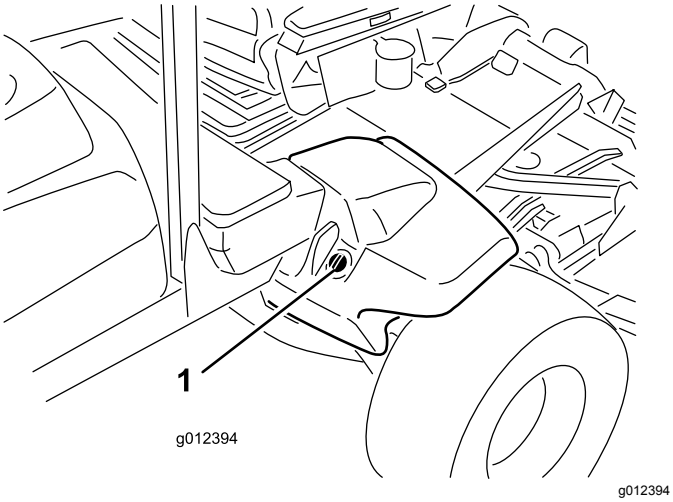

Figur 21
2. Gör rent omkring påfyllningsröret och hydraultanklocket (Figur 21). Skruva av tanklocket på påfyllningsröret.